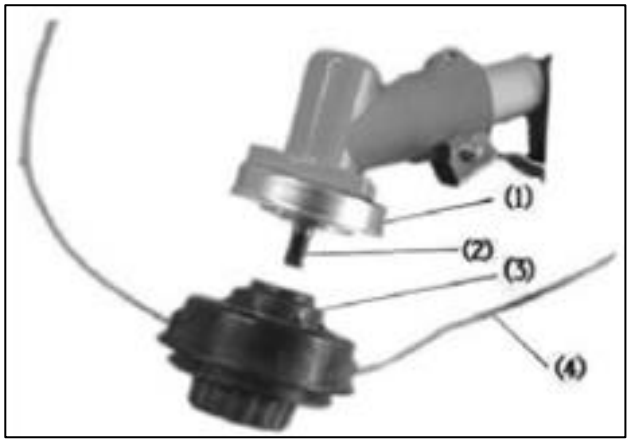

Rys. 7
1. Wkręć głowicę (Rys. 7, poz. 3) na śrubę (Rys. 7, poz. 2) kręcąc w lewo.
2. Włóż śrubokręt/ klucz przez otwór z boku obudowy (Rys. 7, poz. 1) w zespole wału, aby zablokować wał, a następnie dokręć głowicę trymera ręcznie.